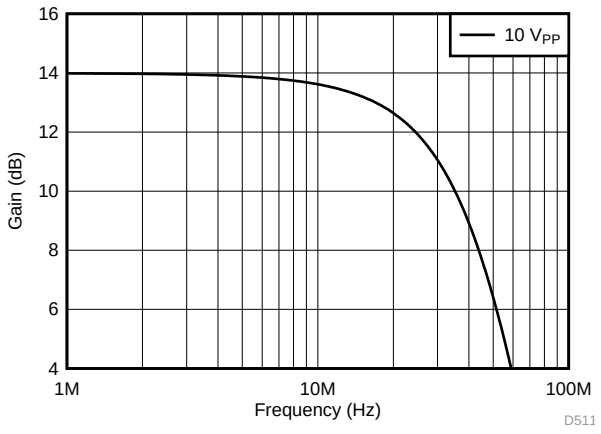
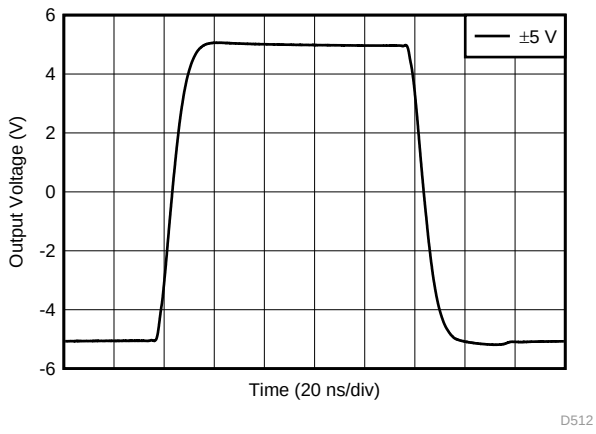

Figure 101. Frequency Response of the System With the Interstage Bessel Filter
Figure 102. Pulse Response of the System With the Interstage Bessel Filter
6. The Bessel filter gives a very low overshoot full-scale output step-response, as shown in the 5-MHz, ±5-V square wave of Figure 102. The frequency response of the system is shown in Figure 101.